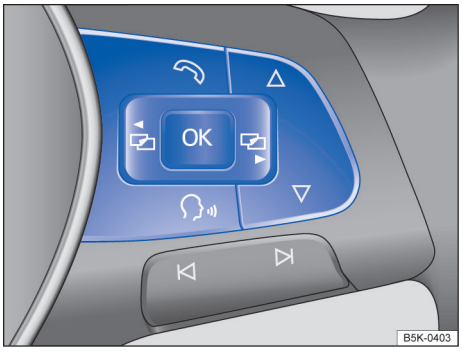

图 15 多功能方向盘右侧：用于操作信息显示器中菜单的按钮。
- 若显示屏显示一条信息或汽车示意图，按压多功能方向盘上的按钮 OK ⇒图 15，可能需按数次按钮。
- 用多功能方向盘操作：如需浏览选择菜单，按压按钮 或 ⇒图 15
- 如需打开选择菜单里的菜单显示项或信息显示项，按压多功能方向盘上的 OK 按钮⇒图 15，或等待数秒钟，直至系统自动打开菜单或显示信息。
- 按压多功能方向盘上箭头按钮 △ 或 ▽⇒图 15，直到选中所需的菜单项为止。
- 按压多功能方向盘上的 OK 按钮⇒图 15，进行所需更改。“✓”表示所选的某个特定系统或功能处于激活状态。
- *用多功能方向盘返回：*按压 或 ⇒图 15 即可返回选择菜单。
- *配备多功能方向盘的车型：*按压按钮 △ 或 ▽⇒图 15。